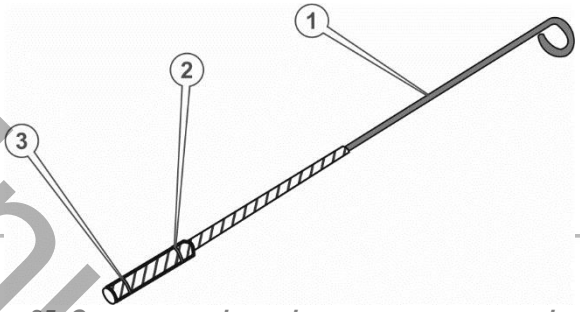

Рисунок 25. Схема перевірки рівня мастила на щупі.
6. Щоб заміряти рівень мастила в картері двигуна, дістаньте мастильний щуп (1) (див. рисунок 25). Протріть чистою тканиною і знову вставте до упору щуп на штатне місце. Повторно дістаньте мастильний щуп і перевірте рівень мастила (2) (див. рисунок 25). Рекомендований рівень мастила на щупі повинен досягати мітки «MAX» (2).